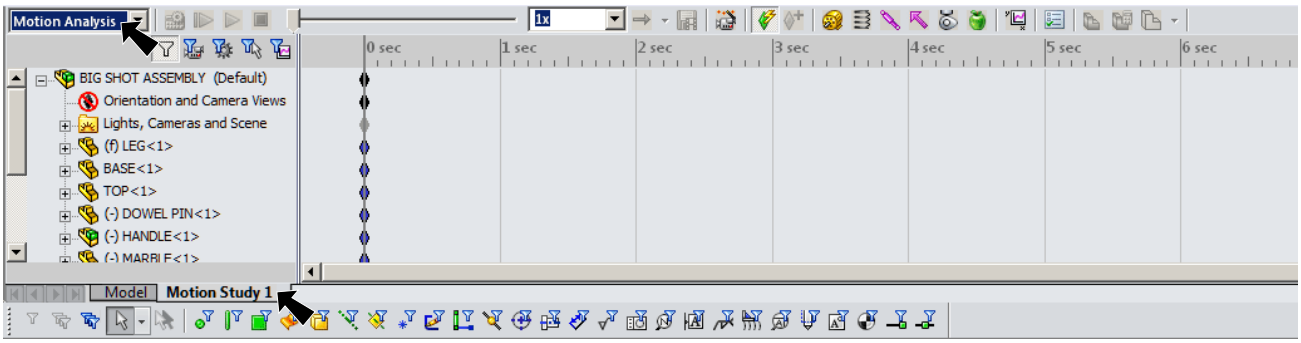

Fig. 4
Step 1. Click **Motion Study 1** tab at the lower left of the graphics area, **Fig. 4**.
Step 2. Set Type of Study to **Motion Analysis**, **Fig. 4**.